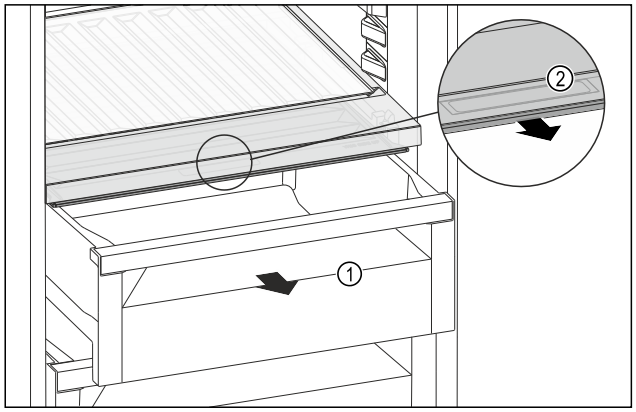

Fig. 116
▶ Extrageți sertarul *Fig. 116 (1)*.
▶ Prindeți mânerul încastrat *Fig. 116 (2)* de la capacul compartimentului și trageți concomitent capacul compartimentului spre partea frontală.